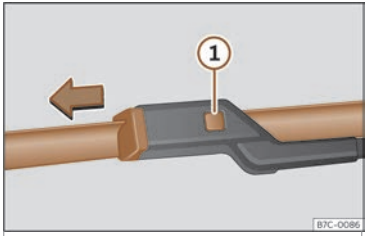

Fig. 41 Cambio das gomas do limpaparabrisas.
- Manteña premida a tecla de desbloqueo ››› fig. 41 ① puxando levemente da goma no sentido da frecha.